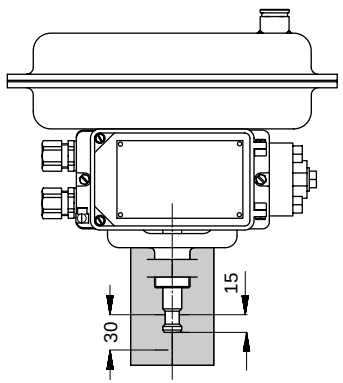

Bild 12 · Förinställning med schablon
Om inställningen av enheten måste efterkontrolleras eller nyinställas, efter att styrsignalen eller området för lägestrycket ändrats, så kom ihåg att tillvägagångssättet för versionen "fjäder stänger" skiljer sig från versionen "fjäder öppnar". Använd den bifogade justeringsschablonen att mäta slaglängd. Schablon (se bild 12) måste placeras på donets gänganslutning.
6. Rikta justeringsschablon (bild 12) så att slaglängdsmarkeringen stämmer överens med änden på spindeln.